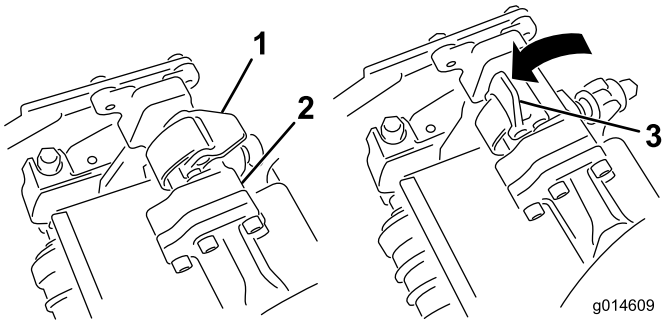
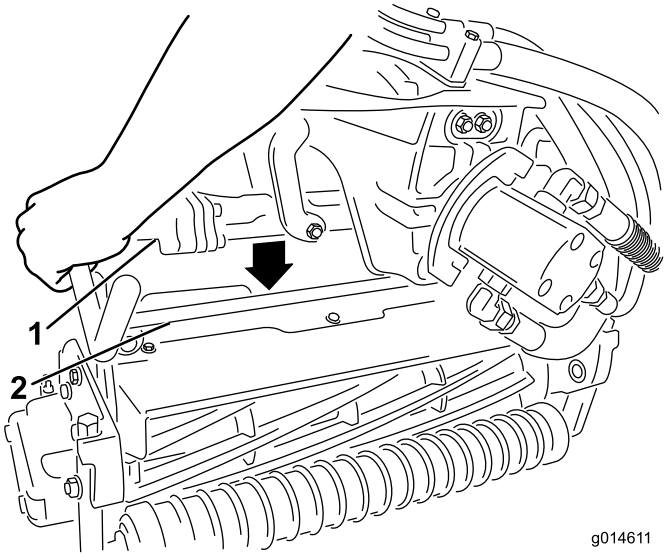

Figur 12
Figur 13
5. Låt spärrarna på upphängningsarmstången peka uppåt (dvs. de ska vara öppna) (Figur 12) och tryck upphängningsarmen nedåt så att stången passar över stången över ovansidan av klippenheten (Figur 13).
6. Fäll spärrarna nedåt och runt klippenhetsstången och lås dem på plats (Figur 12).